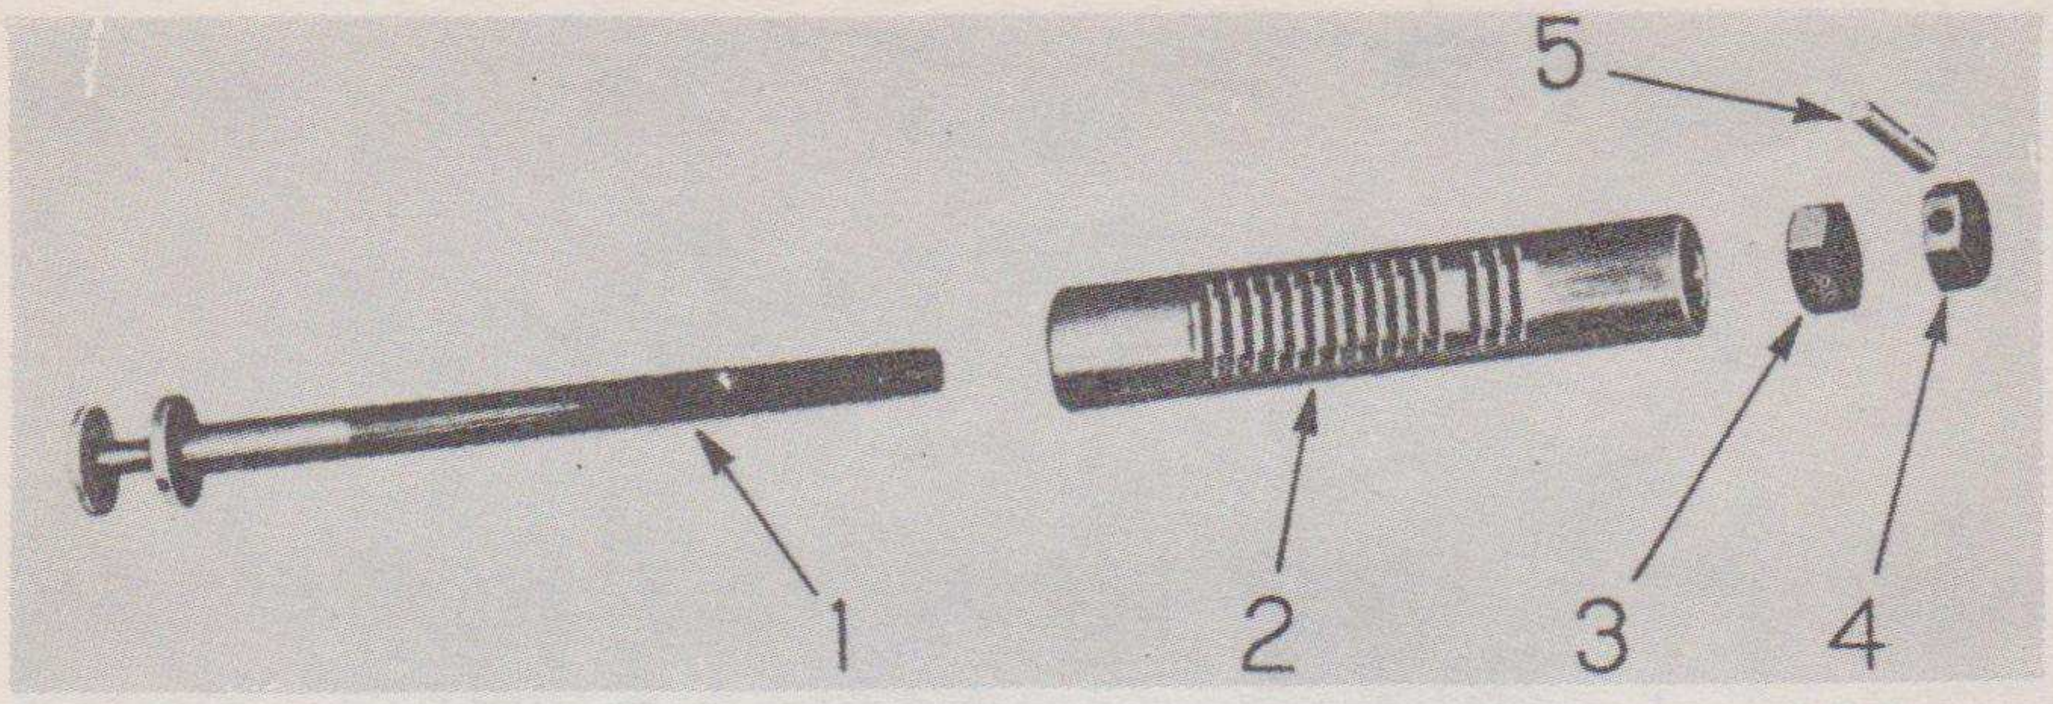

Fig. 81—Control rack assembly. (1) Control rack adjusting rod. (2) Control rack. (3) Adjusting rod lock nut. (4) Adjusting rod nut. (5) Adjusting rod nut rivet.
The parts making up the control rack assembly are shown in Figure 81. Driving the pin (5) from the control rack adjusting rod nut (4) allows the nut (4) as well as the control rack adjusting rod lock nut (3) to be removed. The adjusting rod (1) can be unscrewed from the control rack (2).